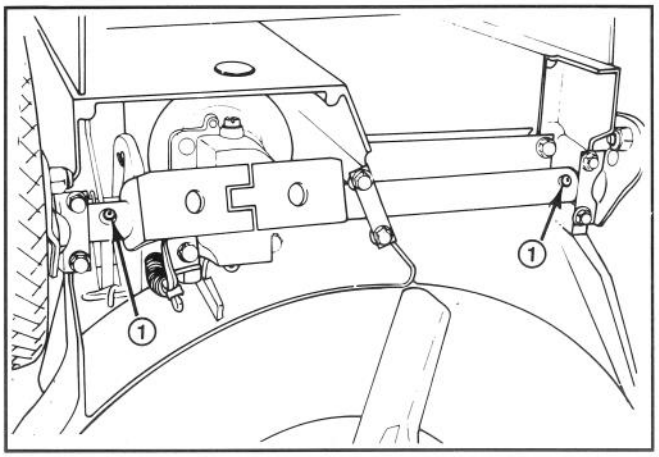

Afbeelding 27
2. Leg de maaier op zijn rechter zijde. Veeg de smeerpunten met een schone doek af (Afb. 27). Zet de vetspuit op de punten en pomp twee à drie maal zachtjes. Gebruik #2 Multi Purpose Lithium Base smeerolie.